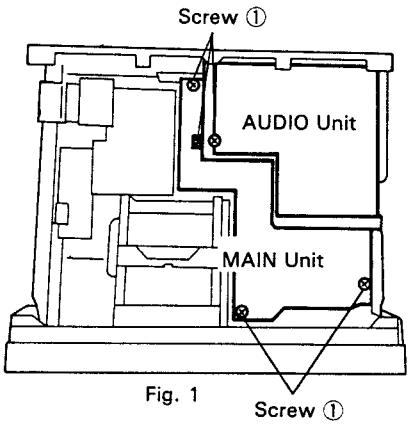

Fig. 1
3. Remove screw ① (5 screws). (Refer to Fig. 1.)